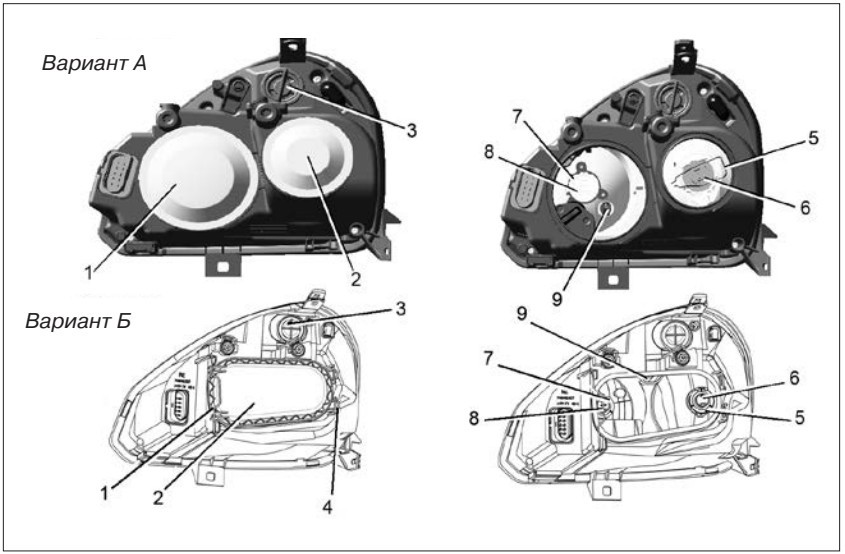

Рис. 87. Блок-фара
– снимите круглую защитную резиновую крышку 2 (вариант А) или пластиковую крышку 2 (вариант Б), откинув пружинную защелку 1 влево и освободив из зацепов 4 (рис. 87);
– снимите круглую защитную резиновую крышку 1 (вариант А) или пластиковую крышку 2 (вариант Б), откинув пружинную защелку 1 влево и освободив из зацепов 4 (рис. 87);